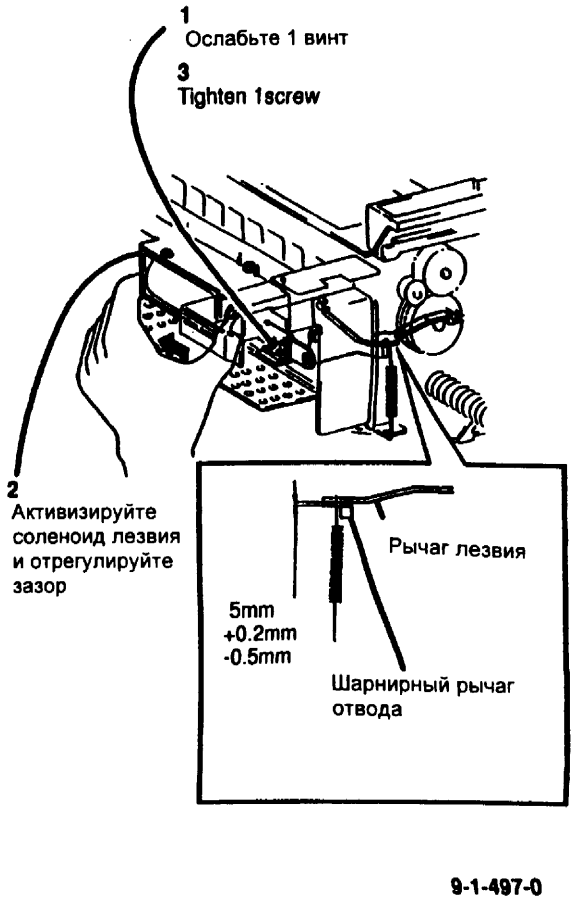

Рис. 2 Регулировка шарнирного рычага отвода
1. (Рис. 2) Отрегулируйте шарнирный рычаг отвода.